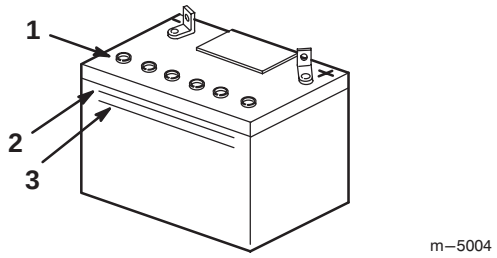

Bild 16
2. Sehen Sie sich die Seite der Batterie an. Der Füllstand muss bis zur oberen Linie reichen (Bild 16). Der Säurestand darf nicht unter die untere Linie fallen (Bild 16).
3. Entfernen Sie die Entlüftungsdeckel von der Batterie (Bild 16).
4. Gießen Sie langsam destilliertes Wasser in jede Batteriezelle, bis der Säurestand die obere Linie (Bild 16) am Batteriegehäuse erreicht.
5. Warten Sie nach dem Füllen der Batteriezellen fünf bis zehn Minuten. Gießen Sie bei Bedarf langsam destilliertes Wasser in jede Batteriezelle, bis der Säurestand die obere Linie (Bild 16) am Batteriegehäuse erreicht.